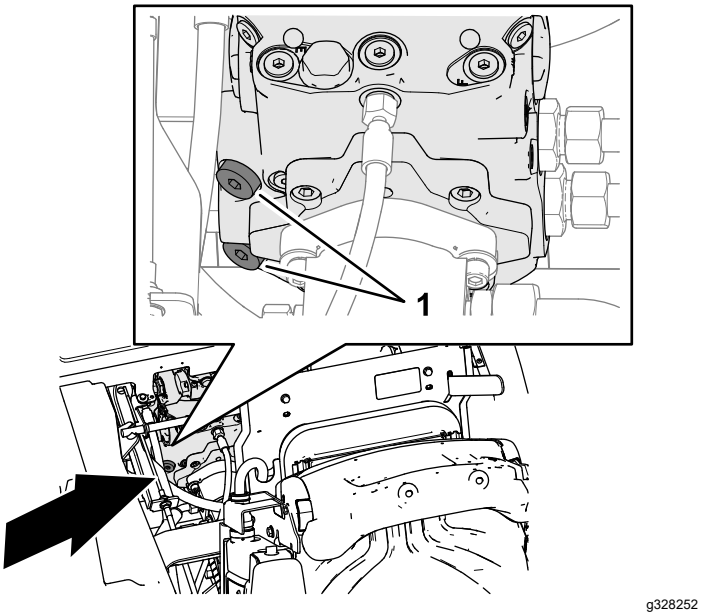

Figur 37
1. Bruk en unbrakonøkkel på 8 mm (5/16 tomme) til å rotere de to skruehodene med innvendig sekskant på girpumpens avlastingsventiler tre hele omdreininger mot klokken (Figur 37).